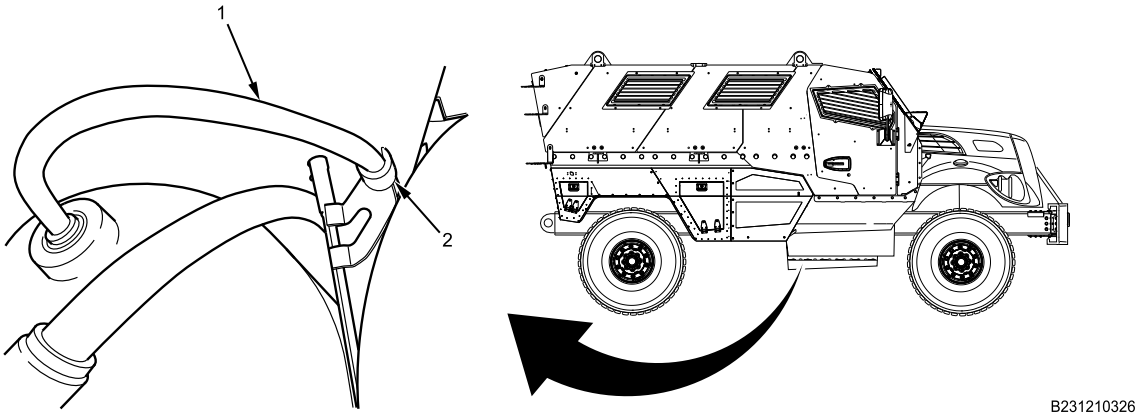

Figure 1. Secondary Tank Air Lines.
1. Disconnect supply-to-secondary tank small ORANGE air line (Figure 1, Item 1) from air line support (Figure 1, Item 2).